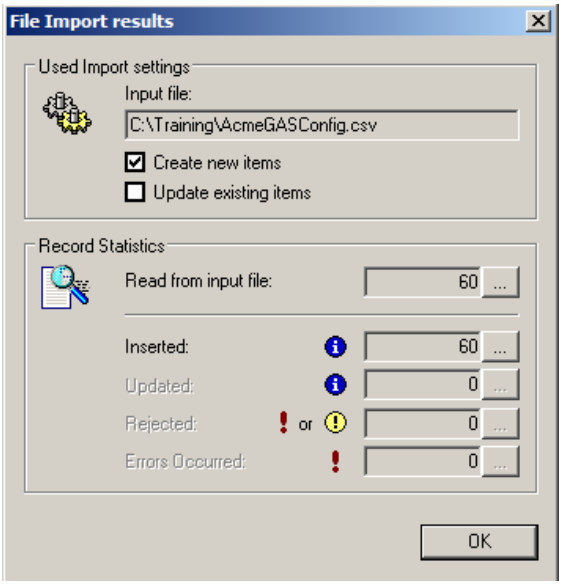

Figure L13.8 - File Import Results
4. Once the import completes, you should see the results dialog as shown in Figure L13.8. Click on "OK" to close the dialog.